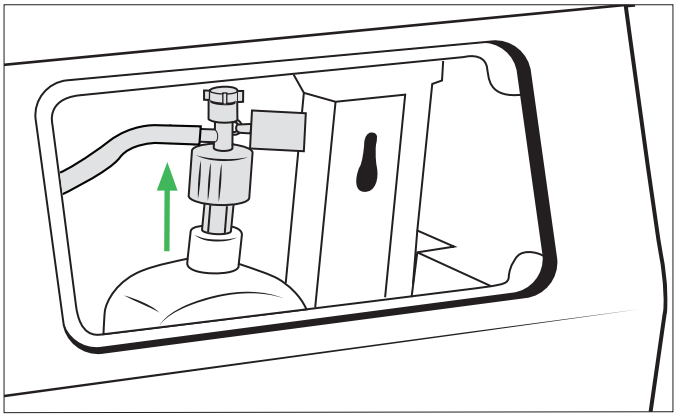

Abbildung 54
3. Nehmen Sie den Saugkopf vom Desinfektions-mittelbehälter ab. Siehe Abbildung 54.